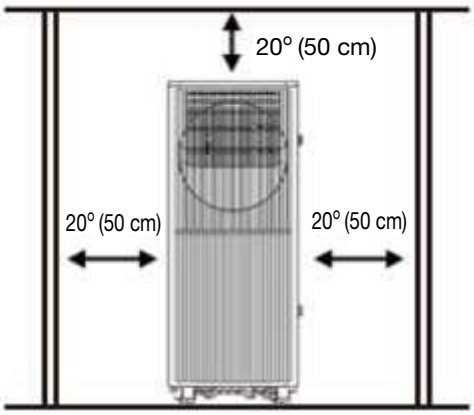

Abb. 4
- In der Wohnung soll eine mobile Klimaanlage installiert werden, und ringsherum ist freier Platz. Die Luftauslässe dürfen nicht blockiert werden, und der erforderliche Abstand rundherum sollte mindestens 50 cm betragen.(Siehe Abb. 4)